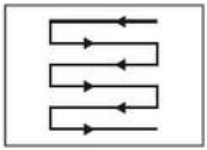

Abb. 25
4. Mähen Sie in leicht überlappenden Bahnen. Am effektivsten ist es, das Gerät in geraden Linien entlang einer Seite des Rasens zu führen. So entstehen gleichmäßige Bahnen und der gesamte Rasen wird ohne ausgelassene Stellen gemäht (Abb. 25).